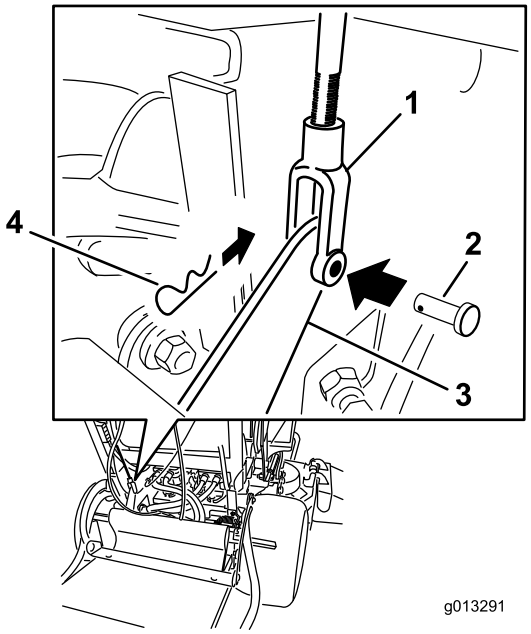

Figur 64
4. For at justere bremsen skal du fjerne låseclipsen og gaffelbolten fra det nedre bremsehåndtag og gaffel (Figur 64).
7. Fastgør gaflen til det nedre bremsehåndtag med gaffelbolten og låseclipsen (Figur 64).